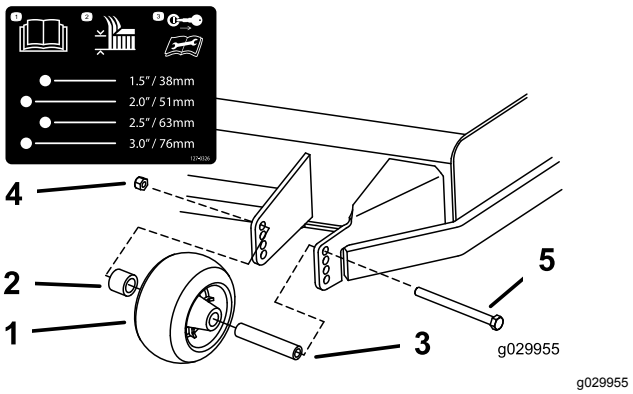
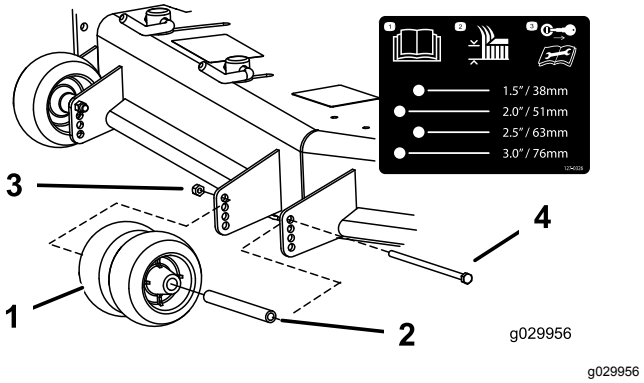
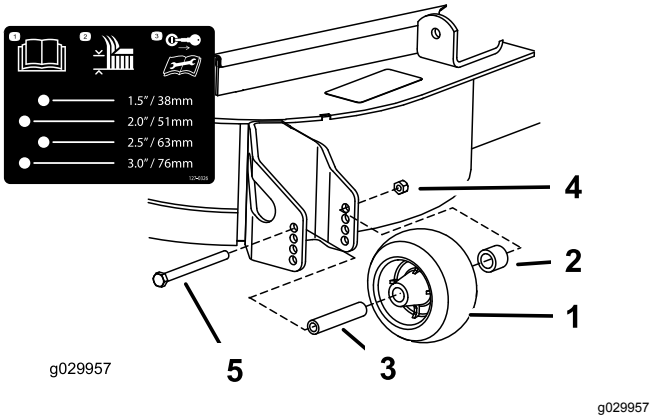

Figuur 31
Figuur 32
Figuur 33
3. Stel de antiscalpeerrollen af zoals wordt getoond in Figuur 31, Figuur 32 en Figuur 33.